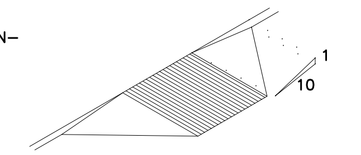

FIG. 13
4.7.6 BUILT-UP CURB RAMPS. BUILT-UP CURB RAMPS SHALL BE LOCATED SO THAT THEY DO NOT PROJECT INTO VEHICULAR TRAFFIC LANES (SEE FIG. 13).